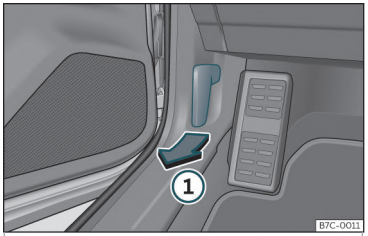

Fig. 199 Trageți de maneta din zona picioarelor șoferului.
• Deschideți ușa și trageți de maneta de sub planșa de bord››› **fig. 199** ①.